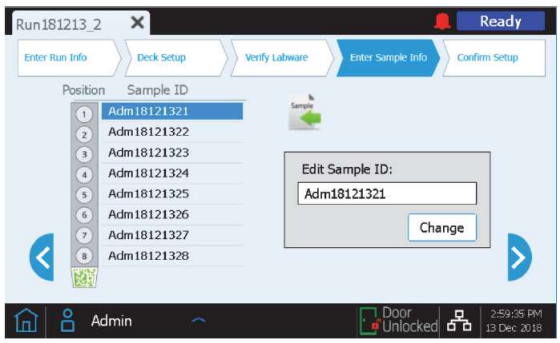

Figure 18. Edit Sample Info screen of the Magnis NGS Prep System; the Load samples button is highlighted with a circle.
- When setting up the run, on the *Enter Sample Info* screen, press the Load samples button (highlighted with a circle in Figure 18).